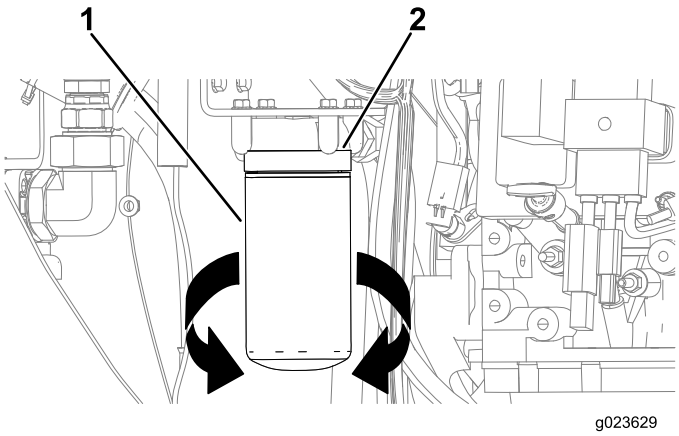

Rysunek 90
3. Umieścić niewielką miskę drenażową pod filtrem oleju i jego obsadką (Rysunek 90).
4. Obrócić filtr oleju w lewo i wyjąć go (Rysunek 90).
8. Włóż nowy filtr oleju do obsadki i obracaj nim w prawo, aż uszczelka filtra oleju zetknie się z obsadką filtra (Rysunek 90).
9. Dokręcić ręcznie filtr, obracając go o dodatkowe pół obrotu (patrz Rysunek 90).